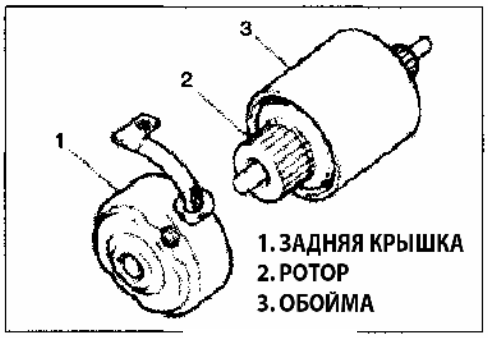

Рис. 193
8) Снимите заднюю крышку и щеточный узел (Рис. 193).